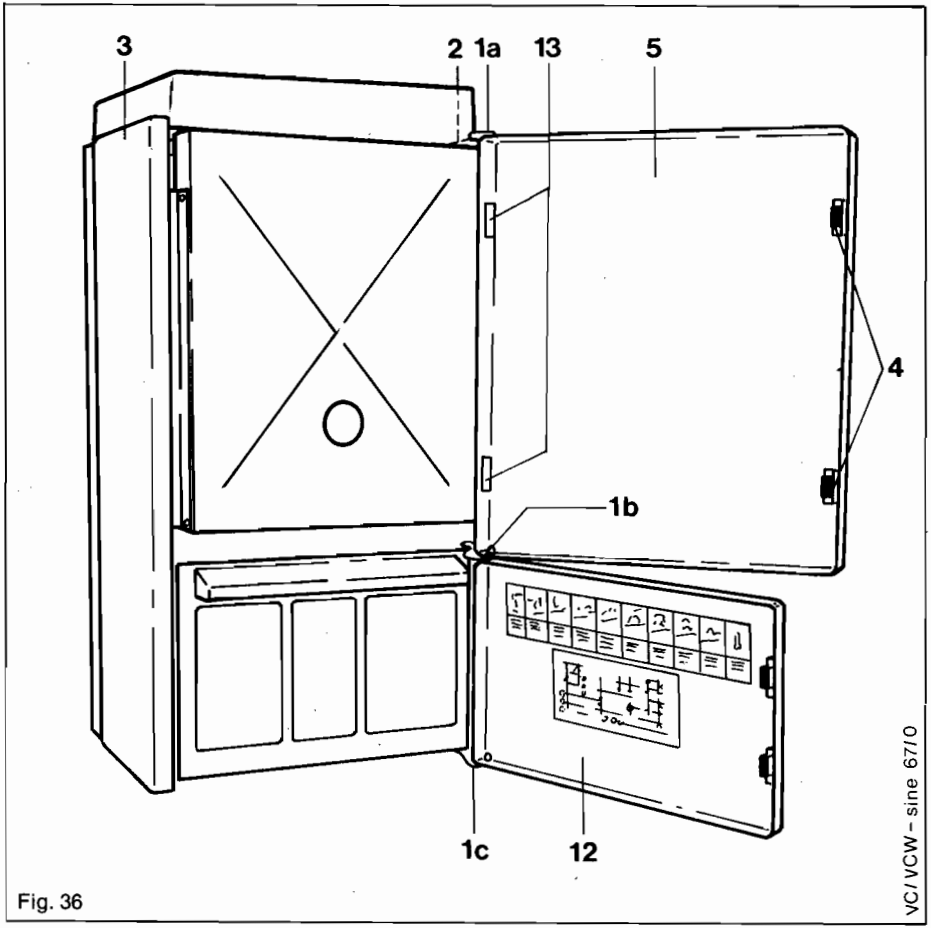

Fig. 36
The Vaillant boiler is pre-assembled in the factory for "doors hinged on the right" (see Fig. 36).
If the doors are required to be "hinged on the left", make the following changes (see Fig. 36).
a) Unscrew door hinges top (1a), centre (1b) and bottom (1c) from the right-hand side panel (2) and screw them the other way round to the left-hand side panel (3).
b) Remove name plate from the upper appliance door, rotate it through 180° and refit. Engage upper door in the hinges mounted on the left hand side panel. Secure the door by screwing hinge bolt into appliance door guide (1a, fig. 36).
c) For the installation of the lower appliance door see next page. (12.5, Fig. 36).
to the inner side of the door as shown on Fig. 36.